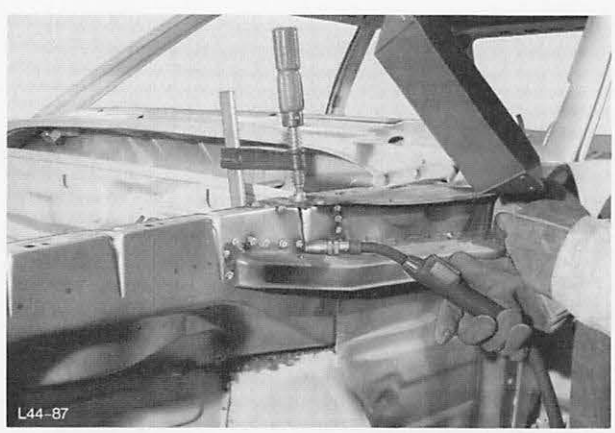

Abb. 83 Stehblech an Seitenblech anschweißen
7. Stehblech an Seitenblech anschweißen, Abb. 83.